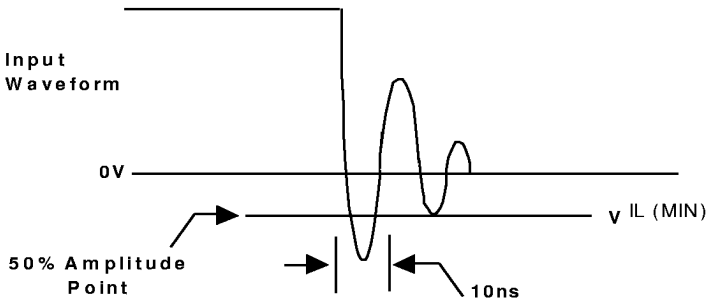

Figure 8: Input Signal Waveform
1. -1.0V for a duration of 10 ns measured at the 50% amplitude points for Input-only lines (see Figure 8 on page 24).